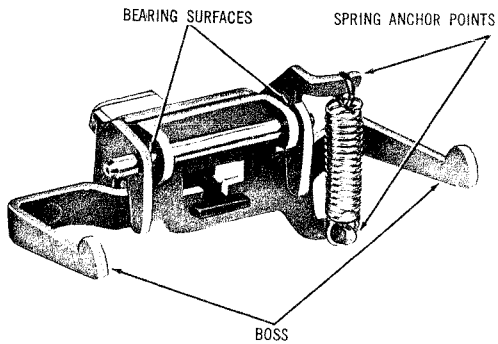

Fig. 2 — Line Switch Assembly
3.10 To eliminate any binding or squeaking, clean bosses on operating bracket arms, spring anchor points, operating brackets, shaft bearing points, and pins with a KS-2423 cloth moistened with KS-7860 petroleum spirits. Lubricate bearing surfaces (Fig. 2) with a No. 2 or softer graphite pencil.